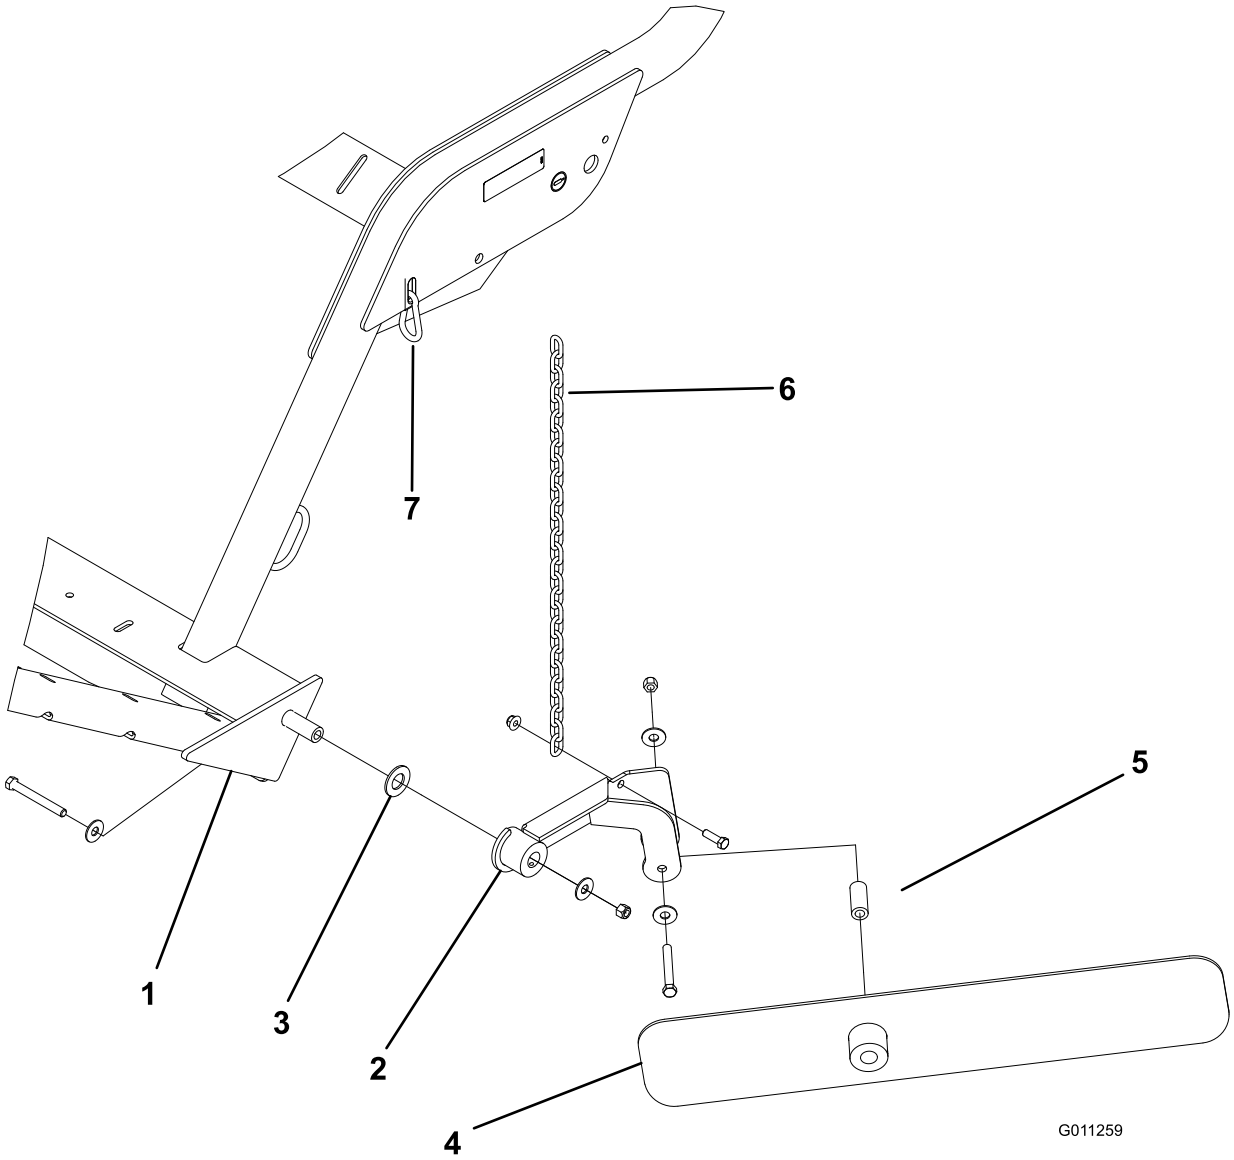

Figur 15
1. Fest bladmonteringsenheten til venstre side på oppsamlerrammen med en bolt på 7/16 x 3 1/4 tommer, 2 små skiver, én stor skive og én låsemutter. Plasser komponentene som vist i Figur 15.
2. Fest gressoppsugingsbladet til monteringsenheten med en bolt på 7/16 x 3 1/4 tommer, 2 flate skiver, ett avstandsstykke og én låsemutter. Sett sammen komponentene som vist i Figur 15. Den lengre enden av bladet skal plasseres borte fra oppsamleren.
3. Fest kjedet til bladmonteringsenheten med en bolt på 3/8 x 1 1/4 tommer og mutter (Figur 15).
4. Fest den andre enden av kjedet til sporet i rammen med smekklenken (Figur 15). Det skal være noe slakk i kjedet når det er koblet til.